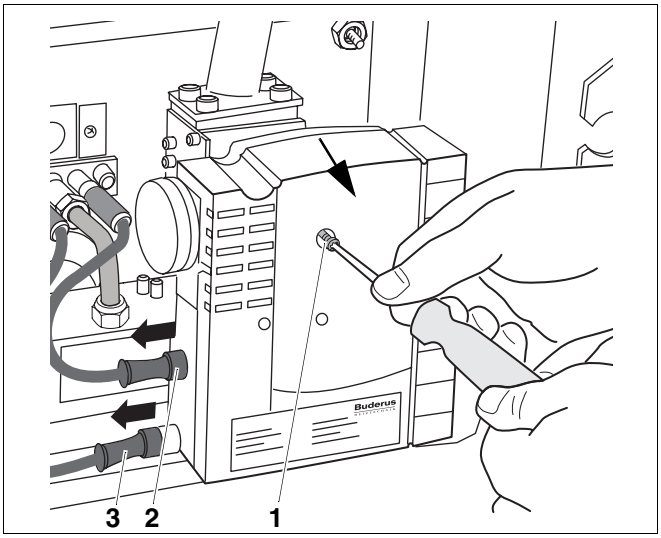

Rys. 23 Odkręcenie śruby mocującej
- Wyjąć wtyczkę zapłonu (rys. 23, **poz. 3**) i czujnika jonizacji (rys. 23, **poz. 2**) z gazowego automatu palnikowego.
- Wykręcić śrubę mocującą (rys. 23, **poz. 1**) z gazowego automatu palnikowego.
- Wyjąć gazowy automat palnikowy z armatury gazowej do przodu (strzałka, rys. 23).